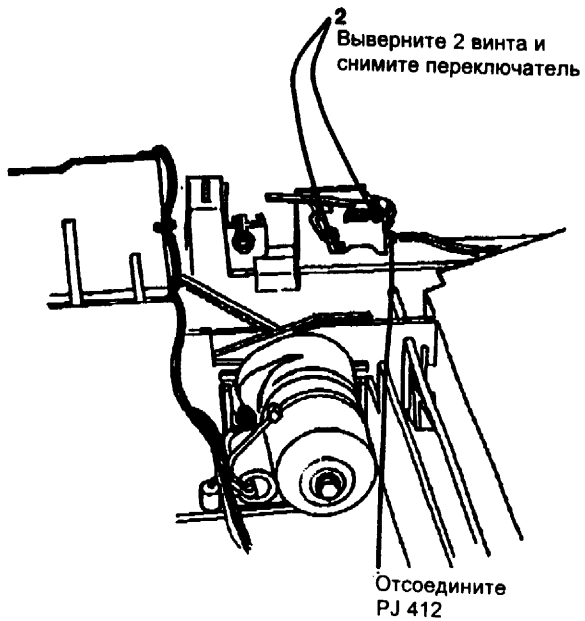

Рис. 1 Снятие переключателя исходного положения кулачка ячейки
2. (Рис. 1) Снимите переключатель исходного положения кулачка ячейки.